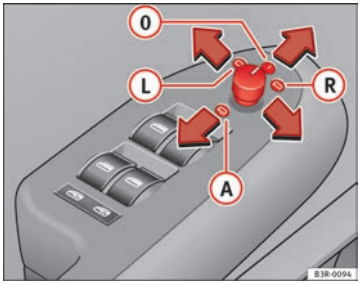

Fig. 105 Detailed view of the armrest: Adjuster knob
– Turn the adjuster knob to position ⇒ fig. 105 (L) (left exterior mirror) or position (R) (right exterior mirror).
When reverse gear is engaged, the mirror surface tilts slightly downwards, provided the mirror control is switched to the exterior mirror on the passenger side (knob in position (R) ⇒ fig. 105). This provides a better view of the kerb when parking.